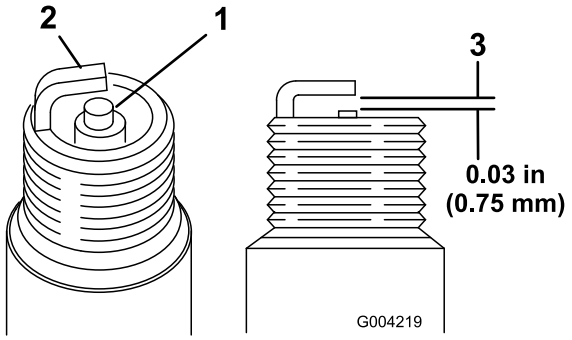

Figura 19
1. Mire la parte central de la bujía (Figura 19). Si se observa un color gris o marrón claro en el aislante, el motor está funcionando correctamente. Si el aislante tiene un recubrimiento negro, significa que el limpiador de aire está sucio.
2. Compruebe la separación entre los electrodos central y lateral (Figura 19). Si la distancia no es correcta, doble el electrodo lateral (Figura 19).